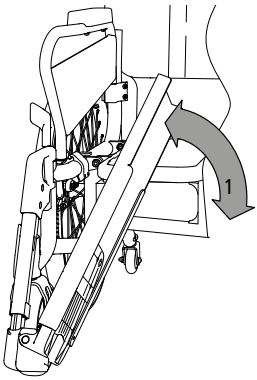

afb. 26
1. Afhankelijk van de montagezijde kan de voetenplank naar links of rechts of omhoog of omlaag worden gedraaid (1, afb. 26).